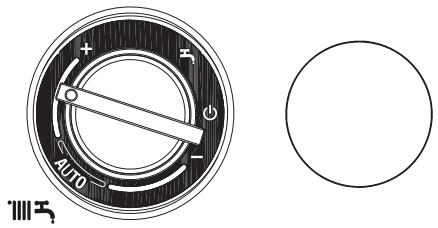

Рис. 4.2
- установите переключатель режимов работы на символ « » (рис. 4.2)